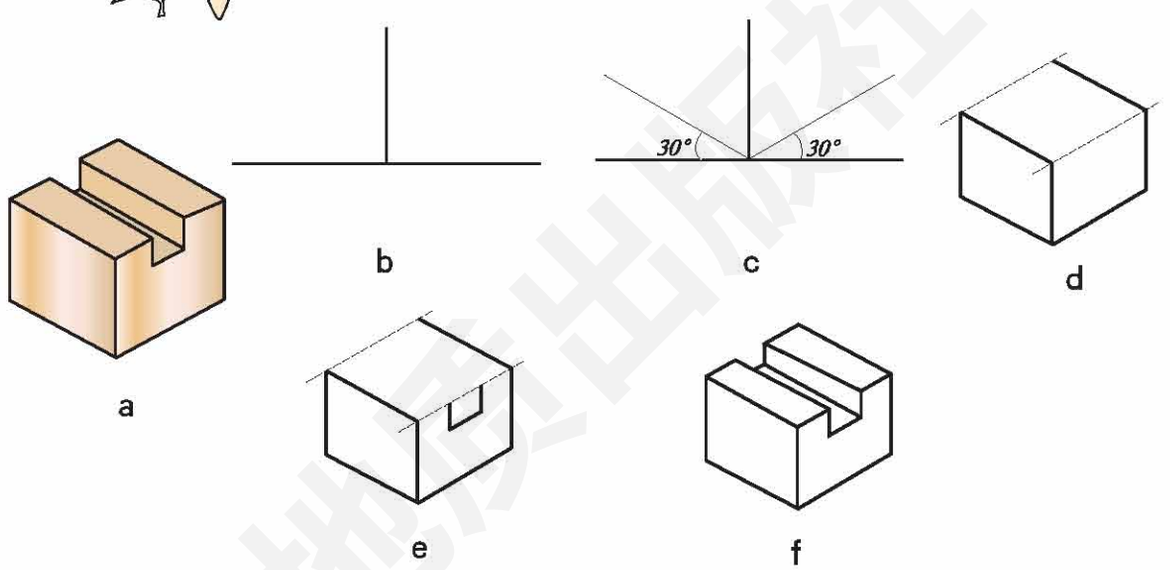

图 3−8　徒手画立体图示例
例如，画图 3−8a 所示物体，其步骤为：
(1) 画一条水平线和一条垂直线，垂直线长度等于立方体的高，如图 3−8b；
(2) 从垂足处向两边画斜线，均与水平线成 30° 夹角，如图 3−8c；
(3) 目测适宜长度，分别作已有 3 条线的平行线，就得到由 3 个可见面构成的立方体，如图 3−8d；
(4) 其余部位画法按上述要领进行即可，如图 3−8e、f。